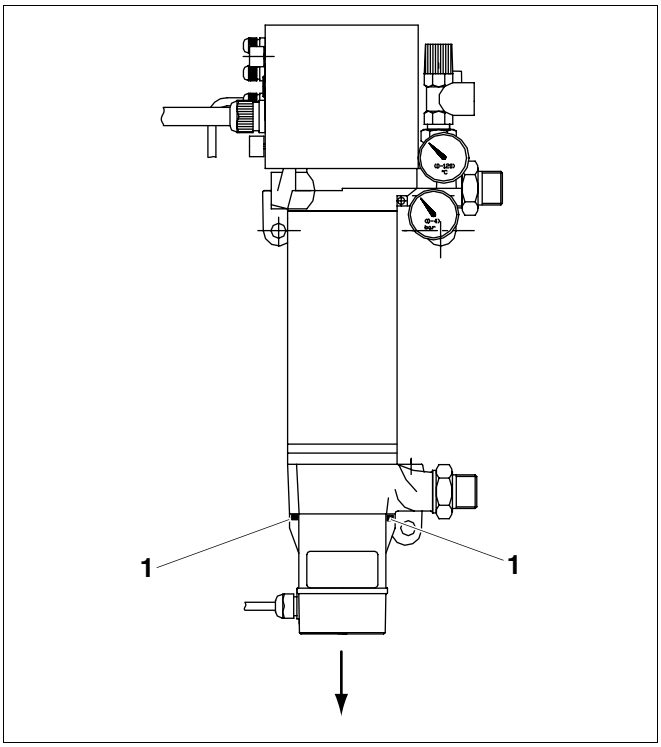

Abb. 21 Auswechseln der Umwälzpumpe
- Die Pumpe nach Lösen der beiden Befestigungsschrauben (Abb. 21, **Pos. 1**) abnehmen.